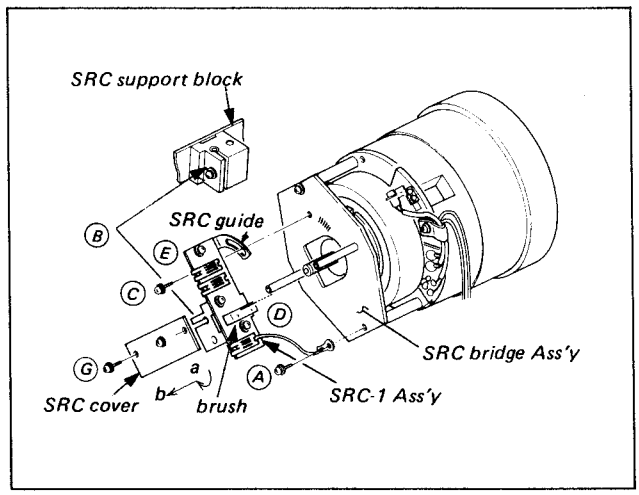
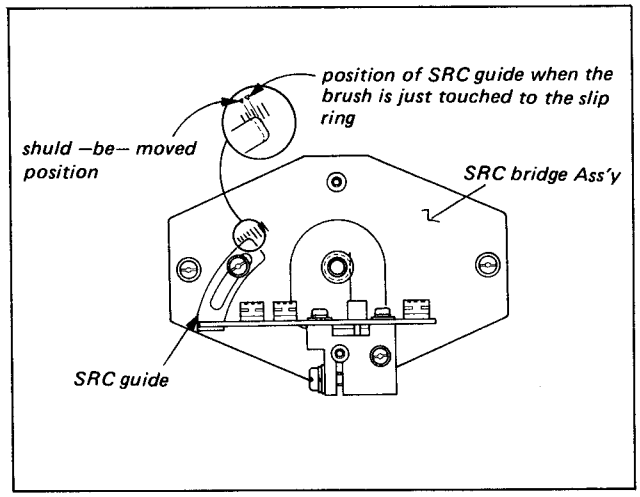

Fig. 5-14. Brush Replacement
Fig. 5-17. Brush Contacting Pressure Adjustment
4. Remove the fixing screw (A) shown in Fig. 5-14. that secure the ground wire with lug terminal.
5. Loosen the fixing screw (B) securing SRC Support Block.
6. Remove the fixing screw (C) that secure the SRC Guide.
7. Move the SRC-1 Ass'y in the direction of "a", and then remove it in the direction of "b" as shown in Fig. 5-14.
18. Turn the SRC-1 Ass'y to counter clock wise (CCW). Read scales on the SRC Bridge Ass'y when the brush is just touched to the slip ring, and then move it one more scale in the same direction. Then tighten screw Ⓒ again. Reinstall the SRC cover. Refer to Fig. 5-14. and Fig. 5-17.
6. Turn the SRC-1 Ass'y to counter clock wise (CCW). Read scales on the SRC Bridge Ass'y when the brush is just touched to the slip ring, and then move it one more scale in the same direction, Then tighten screw Ⓒ again. Reinstall the SRC cover. Refer to Fig. 5-14. and Fig. 5-17.